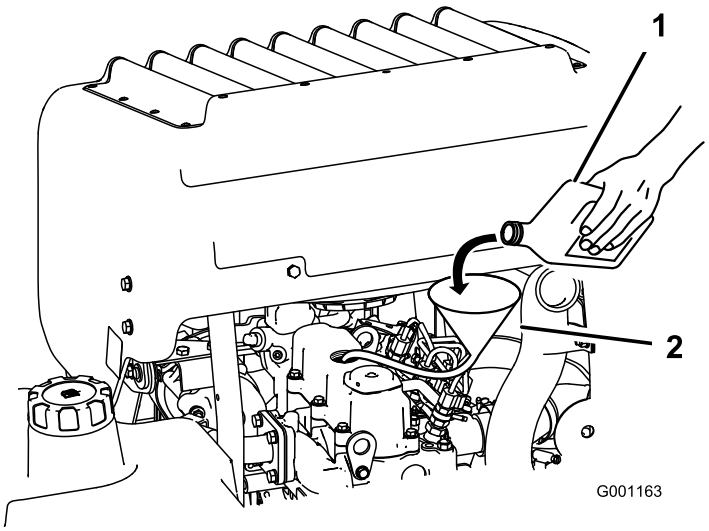

Figur 42
3. Der kan hældes olie på motoren ved hjælp af en slange og en tragt (Figur 42).